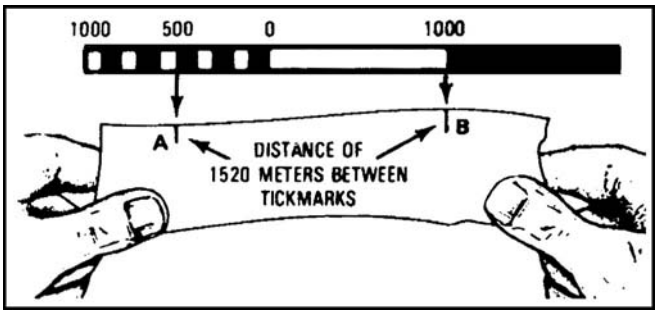

Figure C-29. Determining distance
(3) Match the marks on the paper with the appropriate bar scale (figure C-29).